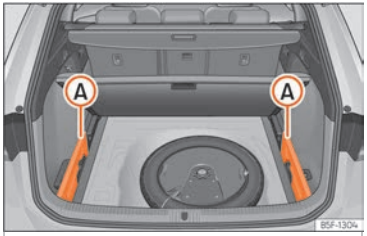

Fig. 127 Dans le coffre à bagages : logement de rangement de la plage arrière.
- Retirez les caches gauche et droit ››› fig. 127 (A).